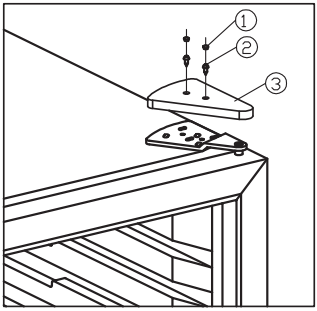

fig. 5.1
- Fjern gummipropperne og hængsel afdækningen. Se fig.5.1